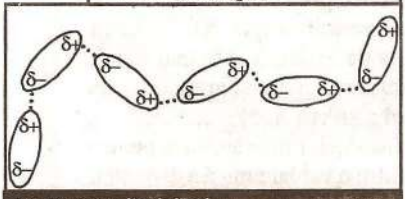

Fig. 17 Forțe dipol-dipol
- se manifestă între molecule polare (dipoli) fig. 17; sunt forțe de natură electrostatică, dar mai slabe decât legăturile ionice;